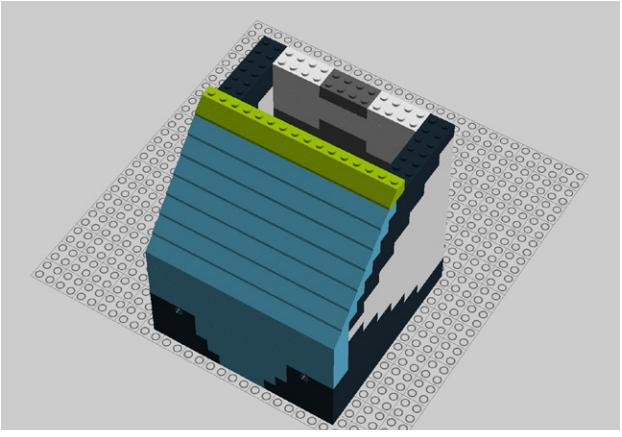

Figure 9-62. *Step 57: Adding another row of slopes*
57. Add two 2x3, two 2x4, and one 2x2 translucent slopes (Figure 9-62).